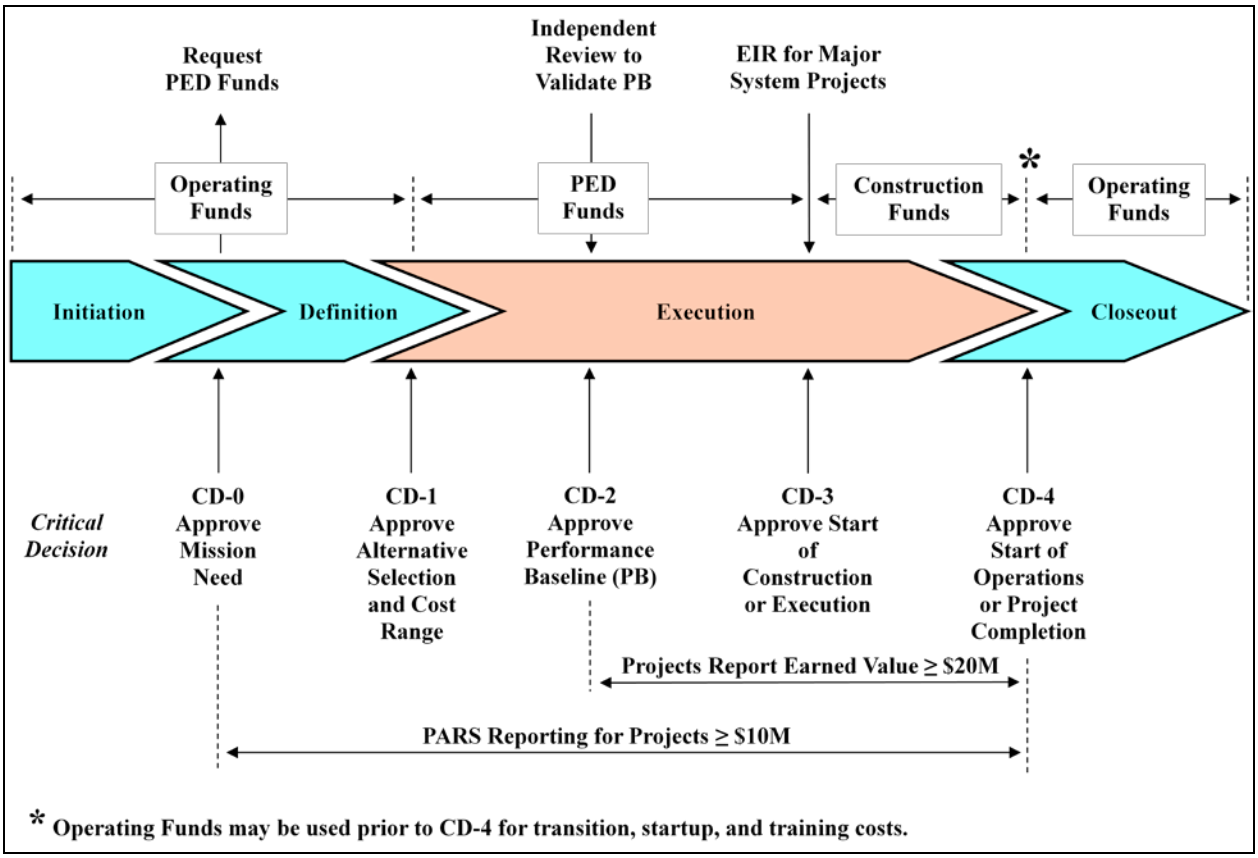

Figure 1 Typical DOE Acquisition Management System for Line-Item Projects
PARS II is a component of the iManage, enterprise-wide systems initiative, and its design reflects how DOE executes and monitors capital projects. Figure 1 *Typical DOE Acquisition Management System for Line-Item Projects* shows the typical process flow of a capital project through Critical Decision (CD) milestones, and the criteria for projects to be included in PARS II reporting.
achieved. The left-hand side of the diagram shows the updates that are performed on a monthly basis. Monthly updates are accepted in PARS II for all projects in the database and at any CD level. Approval of CD-0 initiates a requirement for project status reporting. As indicated in Figure 1, this reporting continues through the approval of CD-4 for all projects with a Total Project Cost (TPC) greater than or equal to $10M. At CD-2 and continuing through CD-4, projects with a TPC greater than or equal to $20M must report earned value performance in PARS II.